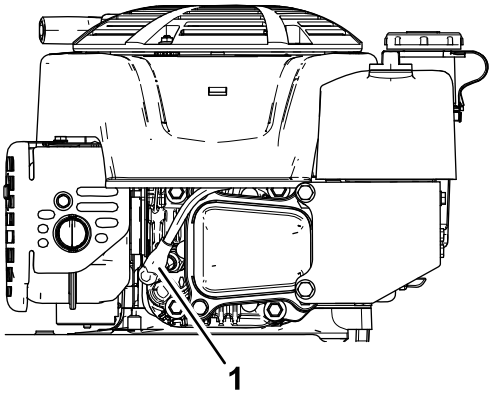

Rysunek 31
2. Odłącz przewód od świecy zapłonowej (Rysunek 31).